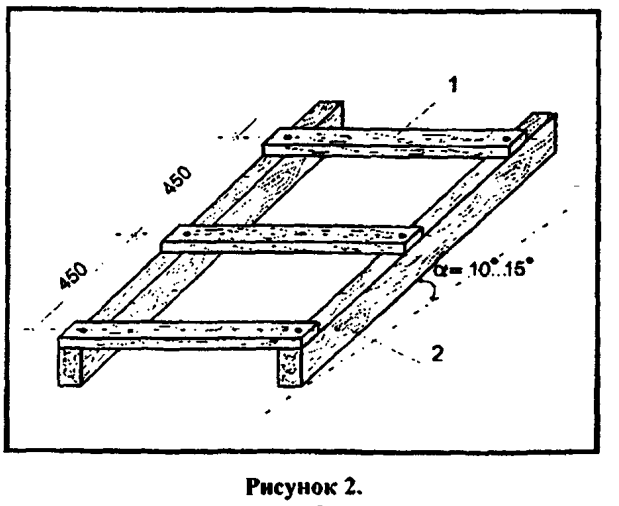

Рисунок 2.
2.4.2. При уклоне крыши от 1\6 до 1\4 (10÷15 градусов) обрешетины прибивают с интервалом 450 мм по осям (рис. 2).